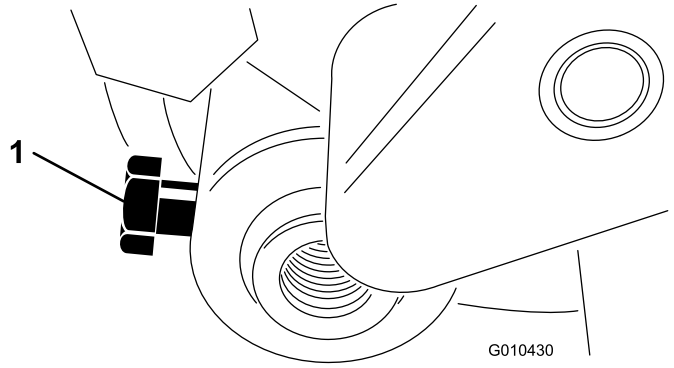

Figure 30
3. Loosen the bolt securing the roller shaft to the height-of-cut arm (Figure 30).